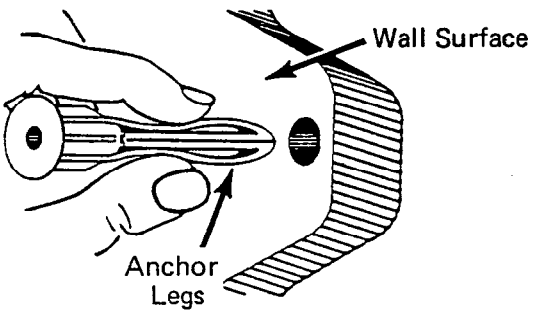

FIGURE 3—INSTALLING TOGGLER
01.21 Press the anchor legs of the togglers together, and insert them into the anchoring holes (Figure 3) until their neck flanges are flush